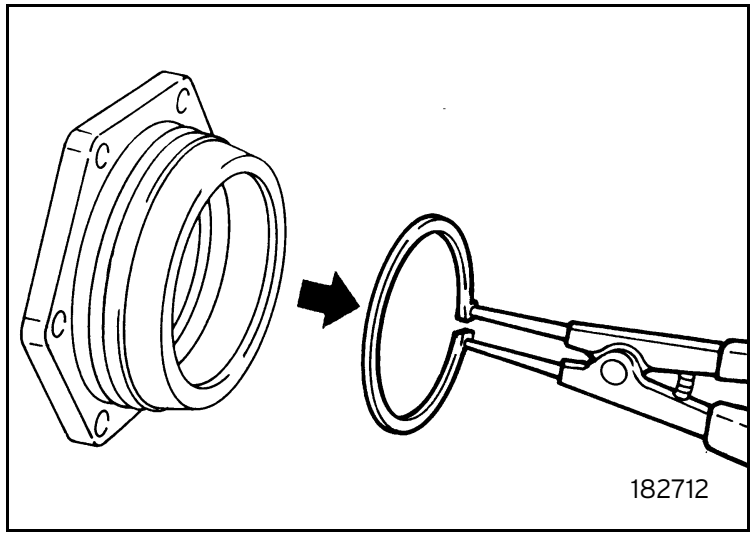

Fig. 12
- Remove the ball bearing snap ring (figure 12). Repeat the operation on the other hub.